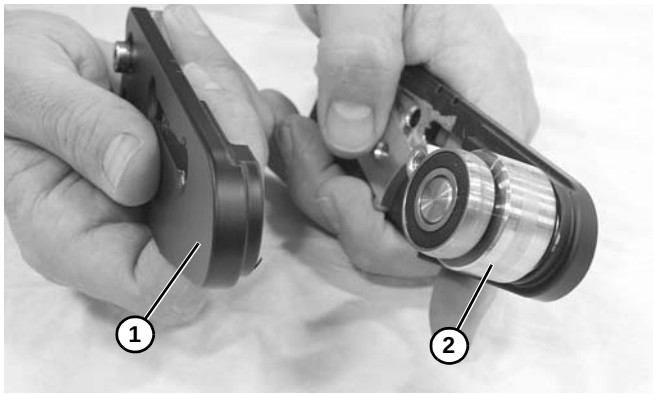

Abbildung 59
4. Kopfplatte **(Abbildung 59, Teil 1)** und Spindel **(Abbildung 59, Teil 2)** abnehmen.